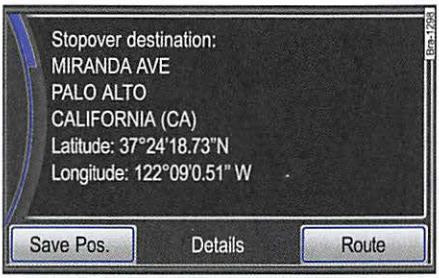

Fig. 67 Info window showing intermediate destination during route guidance.
- Press the ⓘ ⇒ fig. 1 ⑦ device button to display trip destination and intermediate destination in the Info window ⇒ fig. 67.
During route guidance, the destination is displayed in the *Info window*. If an intermediate destination has been entered, it will be displayed above the trip destination ⇒ fig. 67. ▶